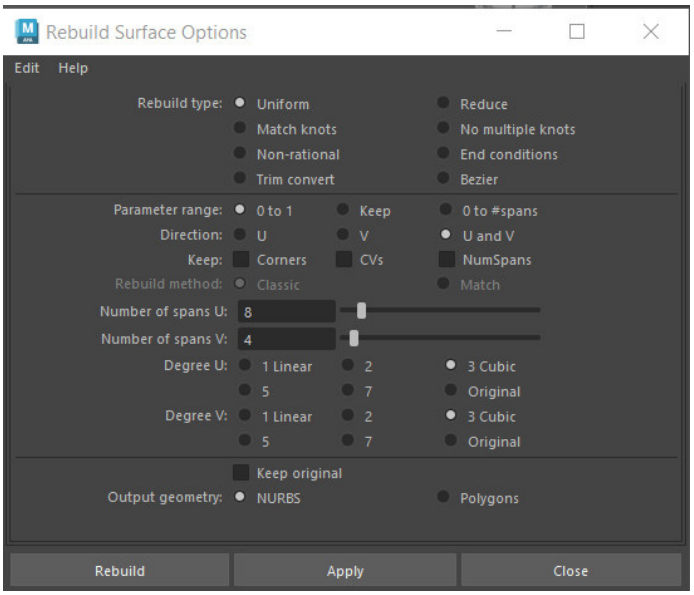

Figure 4-57 *The **Rebuild Surface Options** window*
9. In the side-X viewport, select the NURBS surface. Now, choose **Surfaces > Edit NURBS Surfaces > Rebuild > Option Box** from the menubar; the **Rebuild Surface Options** window is displayed. Set the parameters in this window, as shown in Figure 4-57, and then choose the **Rebuild** button; the selected surface is rebuilt.